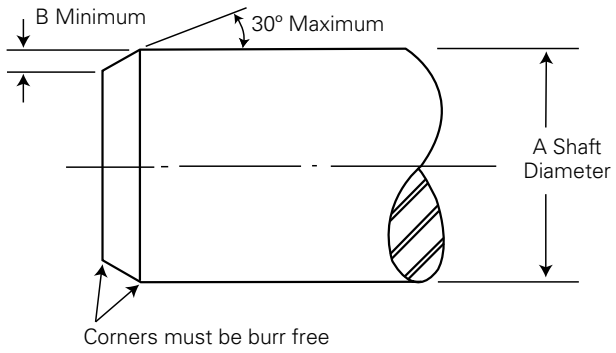

Figure 12 — Shaft Geometry
- Use a wooden block (2x4 board or similar) and a mallet to lightly tap the seal into position (you must not strike the seal directly with the mallet as damage may occur). Follow a star pattern (see Figure 12) while tapping the seal into position to prevent "cocking" of the seal.